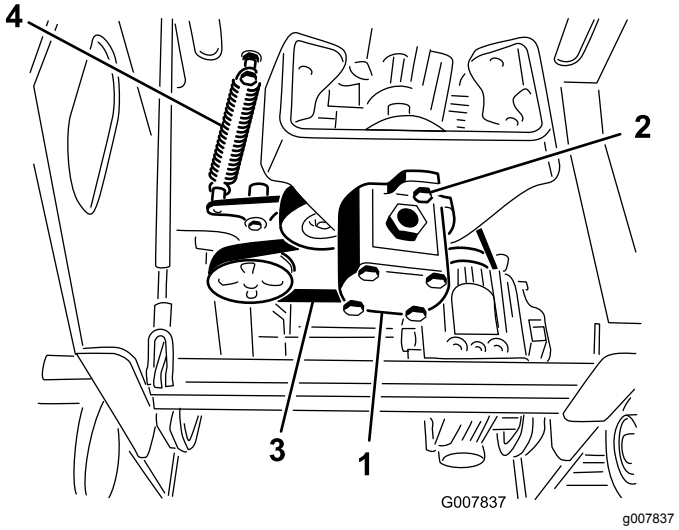

Figuur 47
5. Draai de 2 pompbouten los (Figuur 47).
6. Draai de pomp linksom en laat ze van de poelie vallen (Figuur 47).
7. Gebruik een veertrekker (neem contact op met uw erkende servicedealer) een stijve metalen haak om het uiteinde van de spanpoelieveer van de veerbout te trekken en zo de spanning van de riem te nemen (Figuur 47).